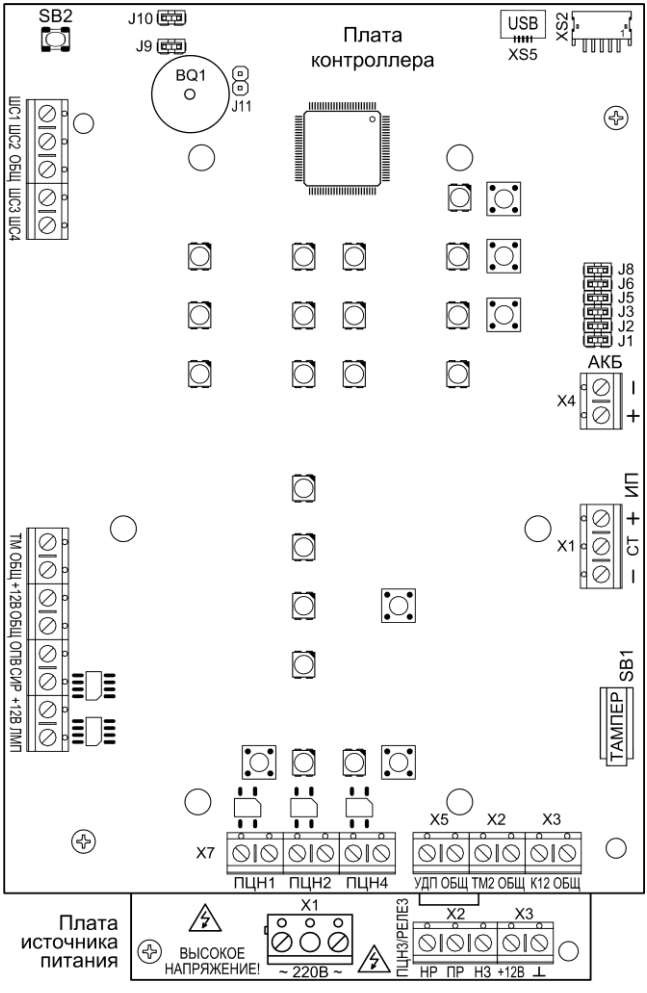
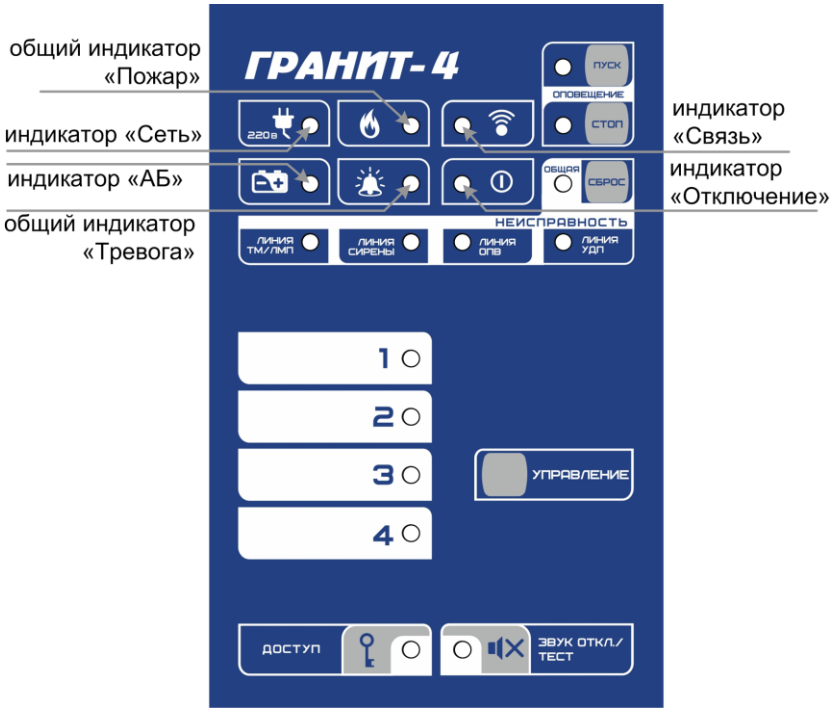

Рис.1 Плата контроллера Гранит-4 (вид со снятой панелью индикации и управления) и плата источника питания (видимая часть)
Рис.2 Панель индикации и управления прибора Гранит-4
Прибор состоит из корпуса и съёмной крышки. В корпусе расположена плата контроллера и плата источника питания (рис.1). На плате контроллера установлена панель индикации и управления (рис.2).
3.1 На плате контроллера (рис.1) расположены следующие элементы:
3.2 На панель индикации и управления прибора (см. рис.2) выведены:
3.3 На плате источника питания (рис.1) расположены следующие элементы: